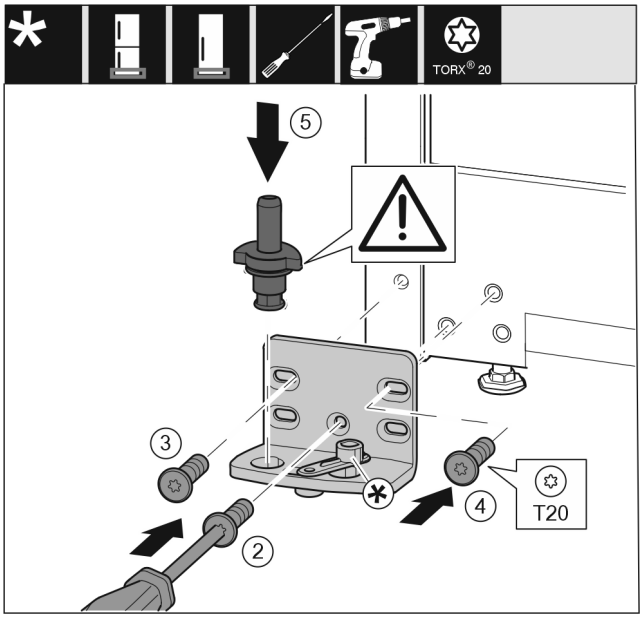

Fig. 18
▶ Aplicați suportul de lagăr pe partea opusă și înșurubați-l cu ajutorul unei șurubelnițe. Începeți cu șurubul *Fig. 18 (2)* de jos din centru.
▶ Înșurubați ferm șurubul *Fig. 18 (3)* și șurubul *Fig. 18 (4)*.
▶ Introduceți complet bolțul de lagăr *Fig. 18 (5)*. Aveți grijă aici ca respectiva camă de fixare să fie îndreptată către înapoi.